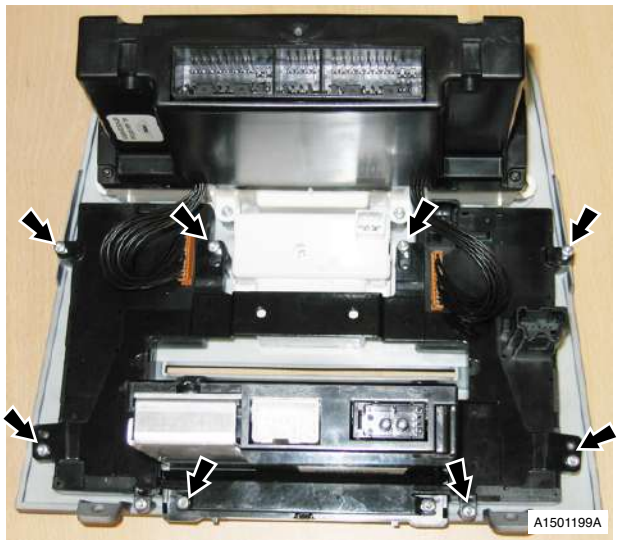

Fig. 3
10. Remove screws (x8) securing centre stack support bracket, remove bracket (see Fig. 3).